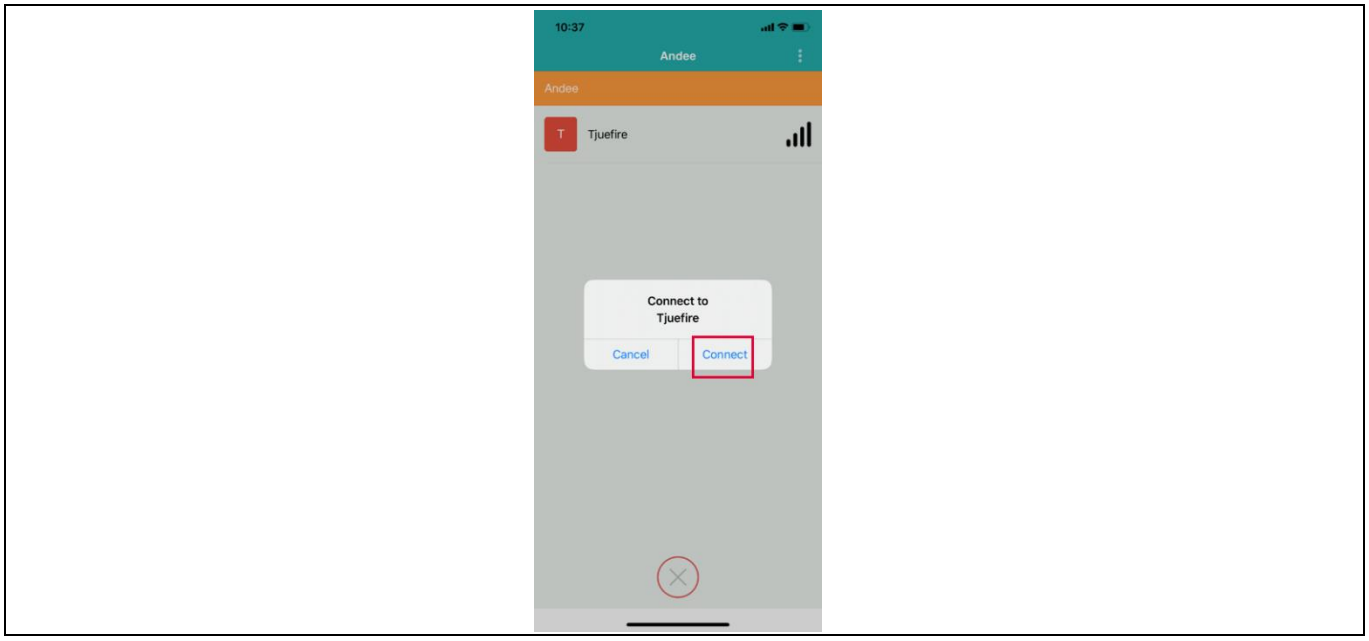

Figure 34 Andee app – connect to device
16. Click "Tjuefire". When prompted, click "Connect" (Figure 34).